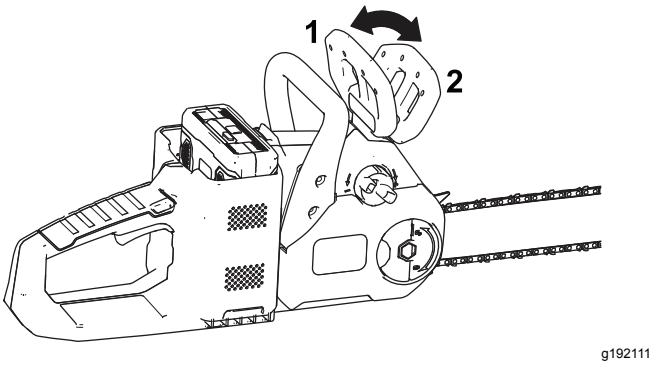

Figura 27
2. Ponga el freno de la cadena moviendo el freno de la cadena hacia adelante a la posición de PARADA (Figura 27).
4. Quite el freno de la cadena moviendo el freno de la cadena hacia atrás, a la posición de MARCHA (Figura 27).
2. Abra la pestaña de la tuerca de mariposa y aflójela, pero no retire la tuerca de mariposa de la cubierta (Figura 27).